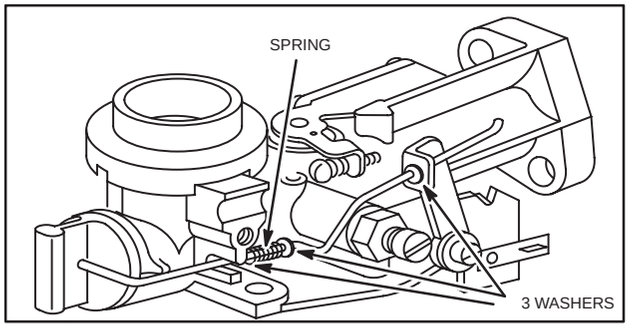

Fig. 185 – ASSEMBLING CHOKE-A-MATIC® LINKAGE
1. To assemble, slip washer(s) and spring over choke link, Fig. 185.